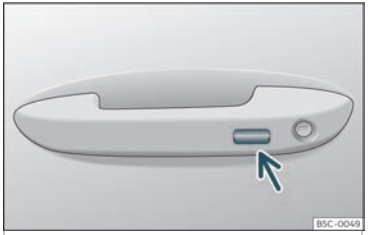

Abb. 88 Türgriff: Sensorfläche.
- **ODER** mit dem Keyless Access*-System (nur Schließen): Halten Sie einige Sekunden lang einen Finger über die Verriegelungssensorfläche ››› **Abb. 88** (Pfeil) am Türgriff, damit die Fenster und das Dach* geschlossen werden. Wenn Sie die Sensorfläche nicht mehr berühren, wird die Schließfunktion unterbrochen.
- Halten Sie einige Sekunden lang einen Finger über die Verriegelungssensorfläche ››› **Abb. 88** (Pfeil) am Türgriff, damit das Dach geschlossen wird. Wenn Sie die Sensorfläche nicht mehr berühren, wird die Schließfunktion unterbrochen.